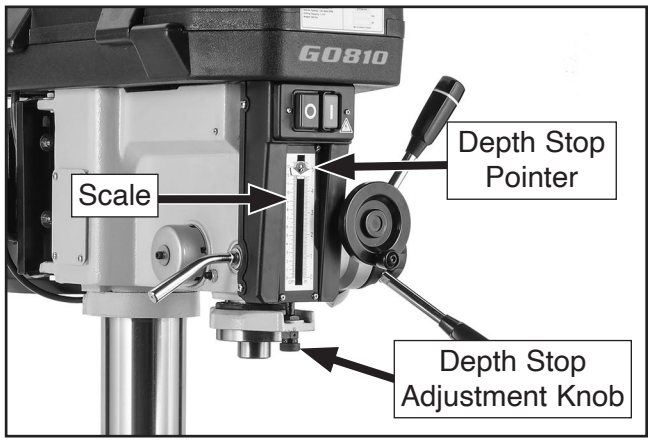

Figure 38. Location of depth stop controls.
4. Rotate depth stop adjustment knob until top of depth stop pointer is level with desired depth as listed on scale (see **Figure 38**).